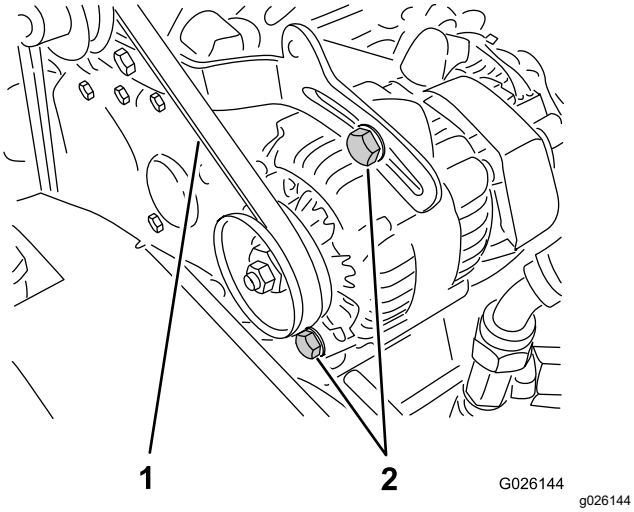

Figuur 63
2. Controleer de spanning door de riem midden tussen poelies van de krukas en de wisselstroomdynamo in te drukken met een kracht van 10 kg (Figuur 63).
A. Draai de 2 montagebouten van de wisselstroomdynamo los (Figuur 63).
B. Draai met een breekijzer de wisselstroomdynamo totdat de riem de correcte spanning heeft; zet de montagebouten daarna vast (Figuur 63).